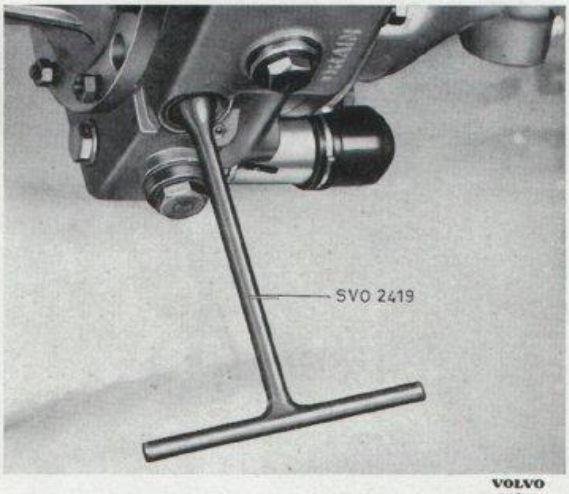
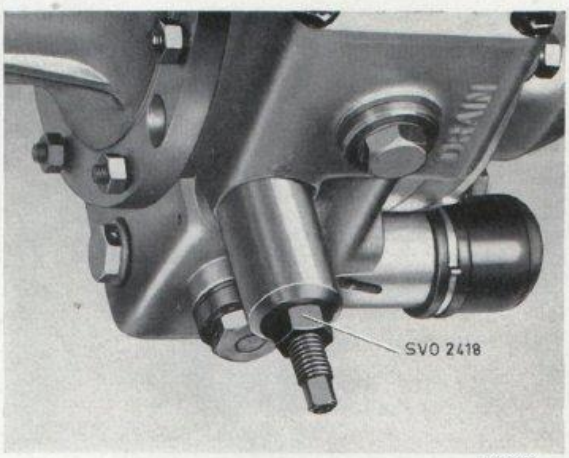

Bild 3-40. Demontering av ventilsäte, oljepump
Bild 3-41. Demontering av oljepump
2. Lossa proppen och tag ut fjäder (8) och kula (6). Lossa ventilsätet (7) med nyckel SVO 2419, se bild 3-40. Rengör och kontrollera delarna.
Lossa skruven, som håller pumpen, genom hålet i förlängningsstycket (56). Skruva fast avdragare SVO 2418 på ventilsätets plats och drag ut pumpen, se bild 3-41.
8. Tag bort propparna och tag ut delarna för manöverventil, reduceringsventil och utloppsventilen för pumpen. Tag bort låsskruven och tag ut oljepumpen. Om pumpen sitter hårt fast, demonteras ventilsätet med nyckel SVO 2419, se bild 3-40. Därefter drages pumpen ut med avdragare SVO 2418, se bild 3-41.